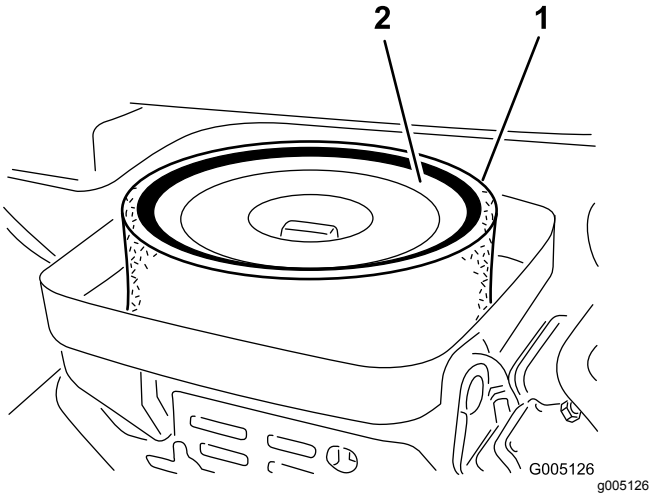

Figur 32
3. Ta av vingemutteren som fester elementene til luftrenseren (Figur 32).
4. Hvis skumelementet er skittent, fjerner du det fra papirelementet (Figur 32). Rengjør den grundig, som følger: